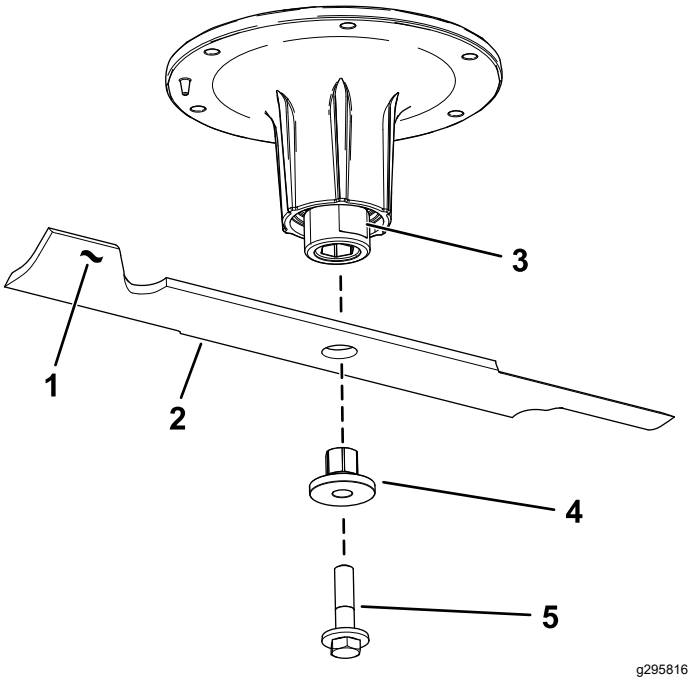

Bild 76
2. Entfernen Sie die Messerschraube, Buchse und das Messer von der Spindelwelle (Bild 76).